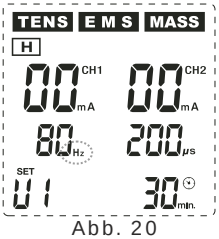
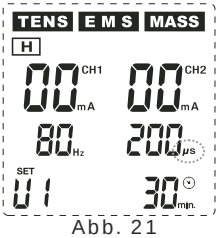
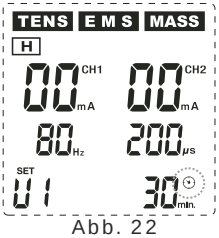

Abb. 20
Abb. 21
Abb. 22
Wenn Sie eines der einstellbaren Anwenderprogramme gemäß Punkt 12.1 ausgewählt haben (z. B. U1), können Sie in den Einstellmodus gelangen, indem Sie die Taste ⑥ (P/II) mehrere Sekunden lang gedrückt halten. Unter Ausgabe eines Signaltons erscheint dann auf dem Display die Anzeige SET über der Nummer des ausgewählten Anwenderprogrammes (z. B. U1). Gleichzeitig beginnt Hz rechts neben der Anzeige der Impulsfrequenz zu blinken, wodurch signalisiert wird, dass dieser Wert jetzt eingestellt werden kann. Sie befinden sich nun im Einstellmodus und können nacheinander gemäß Ihren Bedürfnissen die Werte für Impulsfrequenz (Hz) (siehe Abb. 20), Impulsdauer (µs) (siehe Abb. 21) und Anwendungsdauer (min.) (siehe Abb. 22) einstellen.